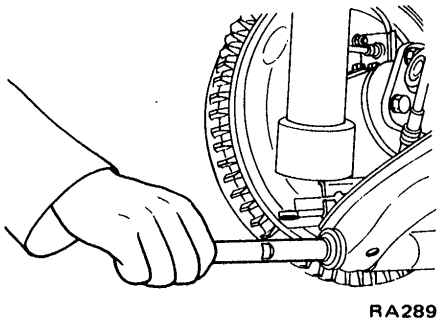

Fig. RA-17 Removing spindle
7. Withdraw spindle, and separate transverse link from strut assembly. See Figure RA-17.